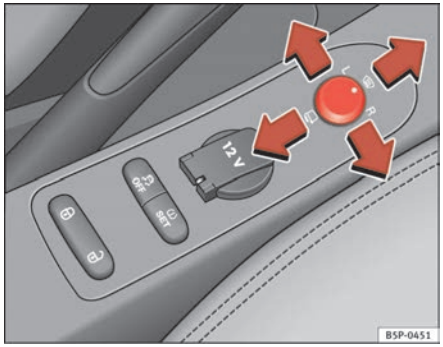

Fig. 90 Controls of exterior mirrors
1. Turn knob ⇒ fig. 90 to position **L** (**left exterior mirror**).
– Turn the knob forwards to the central position ⇒ fig. 90 (1) so that the heated rear view mirrors warm up and the heated windscreen* in the wiper blade rest area is activated ⇒ page 121.
– Turn the control ⇒ fig. 90 to position to fold in the exterior mirrors. You should always fold in the exterior mirrors if you are driving through an automatic car wash. This will help prevent damage.